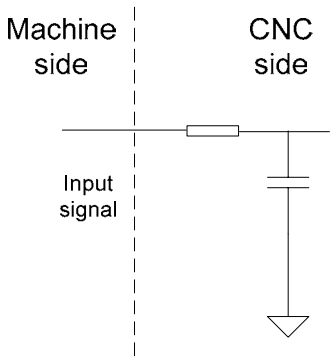

Fig. 2-29
1. The T01～T08, TCP signals input are employed with photocoupler, its interior circuit is shown in Fig. 2-29: